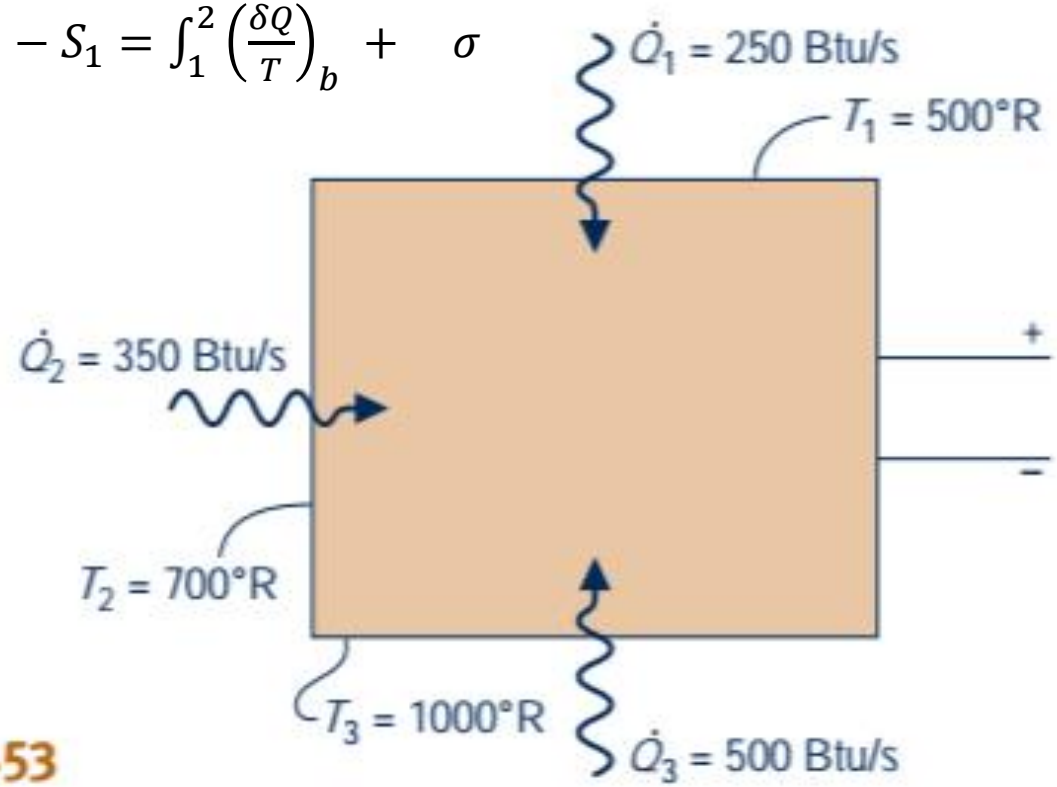

Fig. P6.53
6.53 Um inventor afirma que o dispositivo ilustrado na Fig. P6.53 gera eletricidade, enquanto recebe calor a uma taxa de 250 Btu/s (263,8 kW) na temperatura de 500°R (4,6°C), uma segunda transferência de calor ocorre a uma taxa de 350 Btu/s (369,3 kW) a 700°R (115,7°C), e uma terceira a uma taxa de 500 Btu/s (527,5 kW) a 1000°R (282,4°C). Avalie essa afirmativa para uma operação em regime permanente.